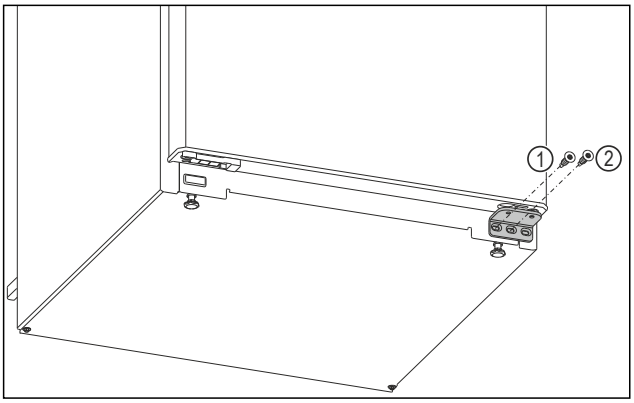

Fig. 6
▶ Выверните на нижнем опорном кронштейне внутренний винт при помощи отвертки Torx 20. *Fig. 6 (1)*
▶ Выверните на нижнем опорном кронштейне центральный винт при помощи отвертки Torx 20. *Fig. 6 (2)*